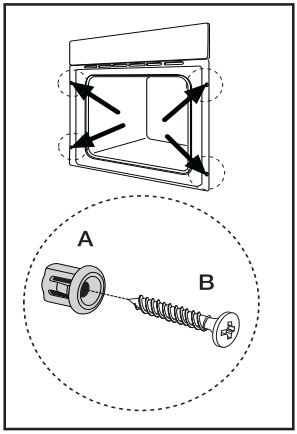

Рис. 31
1. Откройте дверцу духового шкафа. Прикрепите духовой шкаф к кухонной мебели, вставив четыре дистанционные распорки (Рис. 31 - **A**), точно входящих в отверстия рамы, а затем вставьте прилагаемые четыре винта для дерева (Рис. 31 - **B**).